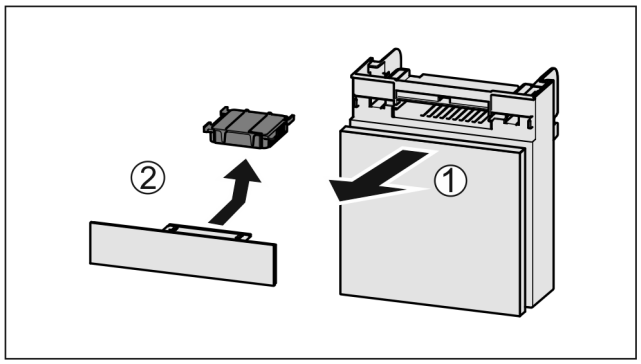

Fig. 199
▶ Extraire le compartiment par l'avant *Fig. 199 (1)*.
▶ Sortir le filtre à charbon actif *Fig. 199 (2)*.